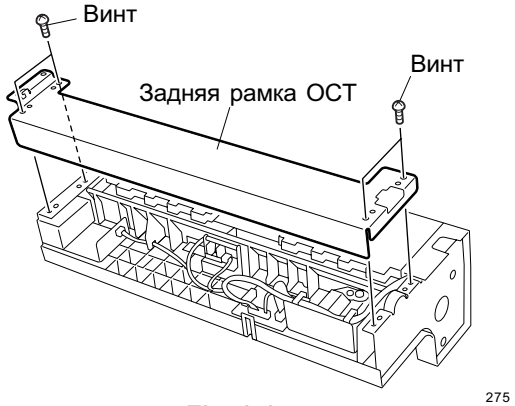

Fig. 6-6
2. Снимите заднюю рамку ОСТ. (см. Fig. 6-6)
2. Снимите заднюю рамку OCT. (см. Fig. 6-6)